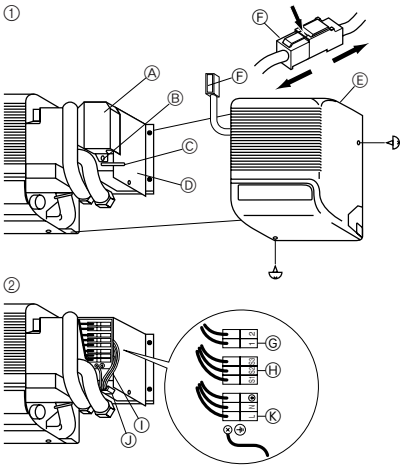

Fig. 6-1
6.1. Innenanlage (Fig. 6-1)
① Rechte Seitenplatte abnehmen.